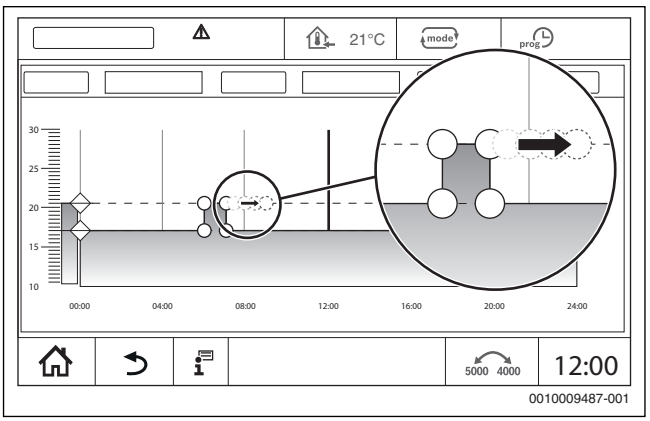

Fig. 26 Deplasarea punctelor de comutare
▶ Apăsați punctul de comutare (→ fig. 26) mențineți-l apăsat timp de o secundă și deplasați-l către ora dorită.